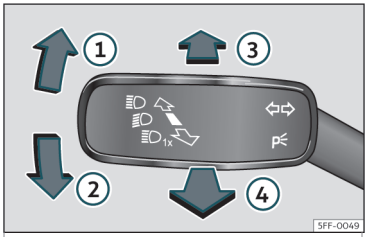

Fig. 86 Palanca de intermitentes y de luz de carretera.
- Desde la posición base, pulse hacia delante la palanca de los intermitentes y luz de carretera››› fig. 86 ③. Cuando se muestre el testigo en la pantalla del cuadro de instrumentos, el asistente de la luz de carretera estará conectado.
- **O BIEN:** con la luz de carretera conectada, tire hacia atrás de la palanca de los intermitentes y luz de carretera››› fig. 86 ④.